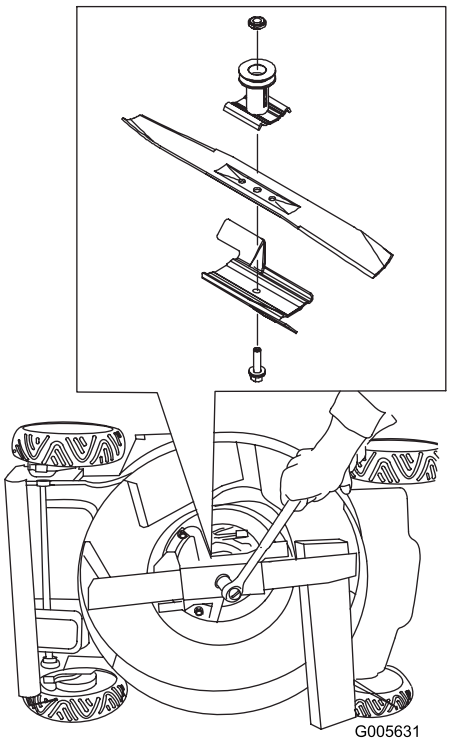

Figura 35
3. Utilize um bloco de madeira para manter a lâmina segura (Figura 35).
5. Instale a lâmina nova e todo o equipamento de montagem (Figura 35).